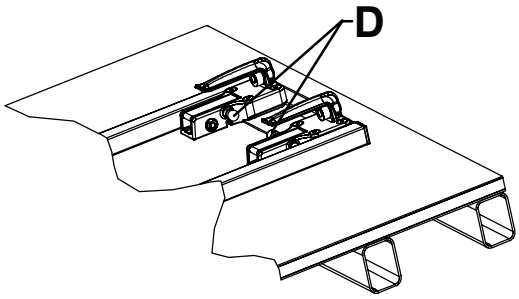

Figur 11 – Riktig orientering av hodeendekrokene – visning 4C
- De røde utløserknottene må rettes mot midten av festet (Figur 11).